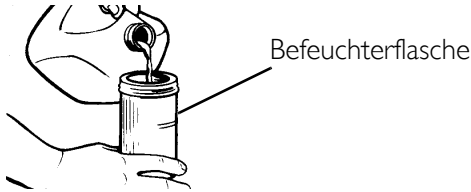
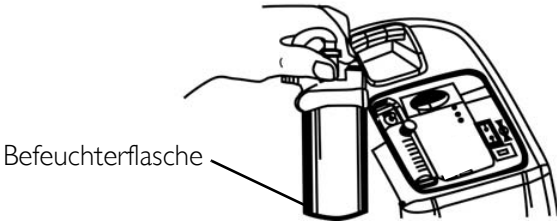
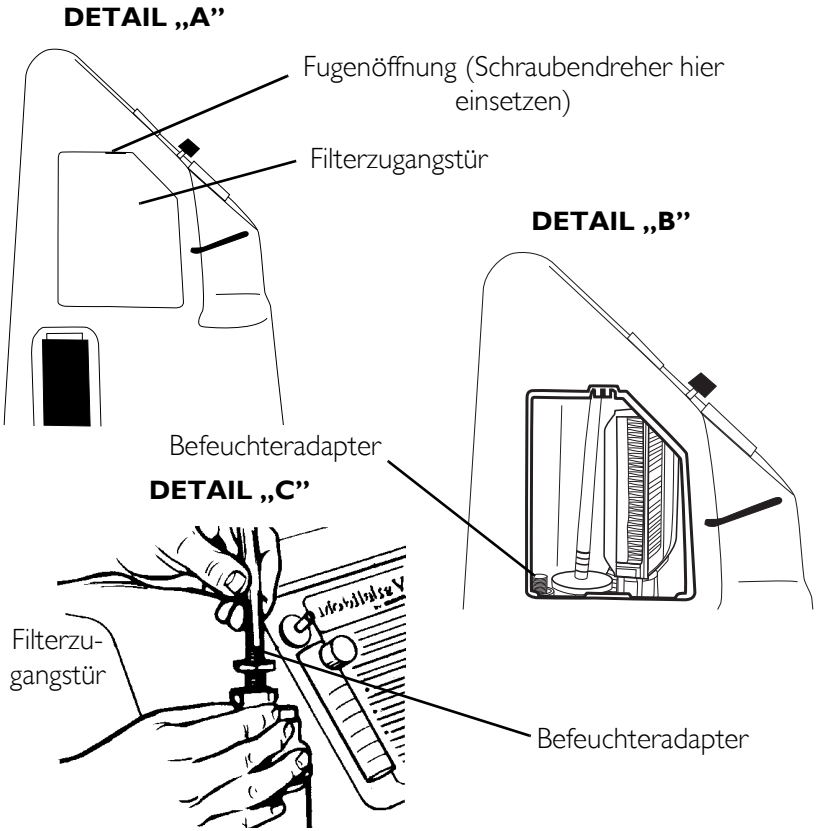
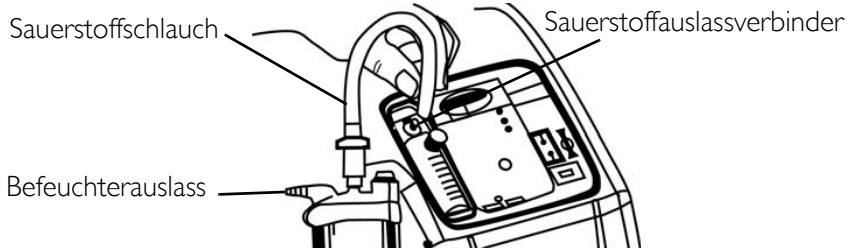

ABBILDUNG 5.1 Auffüllen des Befeuchters
ABBILDUNG 5.2 Befeuchterfach
ABBILDUNG 5.3 Anbringen des Befeuchteradapters
ABBILDUNG 5.4 Anbringen des Sauerstoffschlauchs
HINWEIS: Nähere Angaben zu diesem Verfahren finden Sie in ABBILDUNG 5.1 auf Seite 111, ABBILDUNG 5.2 auf Seite 111, ABBILDUNG 5.3 auf Seite 112 und ABBILDUNG 5.4 auf Seite 113.
3. Die Filterzugangstür, die sich an der Seite des Konzentrators befindet, entfernen. Einen Schraubendreher in die Plattenrille am oberen Rand der Filterzugangstür stecken und die Filterzugangstür behutsam aufstemmen (siehe Detail „A" in ABBILDUNG 5.3).
4. Der Befeuchteradapter befindet sich neben dem Einlassfilter. Adapter nach oben ziehen und entfernen (siehe Detail „B" in ABBILDUNG 5.3).
5. Am Befeuchter anbringen, indem die Flügelmutter an der Befeuchterflasche gegen den Uhrzeigersinn gedreht wird, bis der Adapter fest sitzt (siehe Detail „C" in ABBILDUNG 5.3).